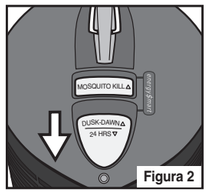

Figura 2
- **a.** Para seleccionar la Operación de 24 Horas, en la parte superior, deslice el botón grande gris de manera que cubra el Sensor de Anochecer. La unidad permanecerá encendida las 24 horas del día **(Figura 2)**.